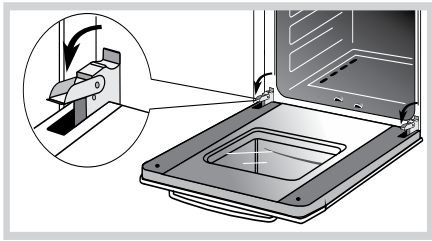

Рис.15
- поднимите и поверните до упора рычаги, расположенные на двух шарнирах (рис. 15),